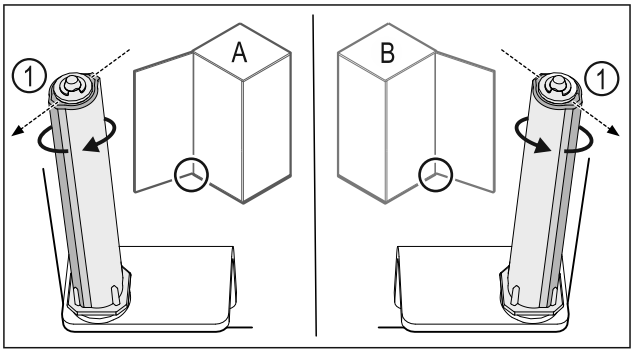

*Fig. 31 Left-hinged (**A**) / Right-hinged (**B**)*
▶ Turn the closing system against the resistance until the bar of the closing system *Fig. 31 (1)* points outwards.